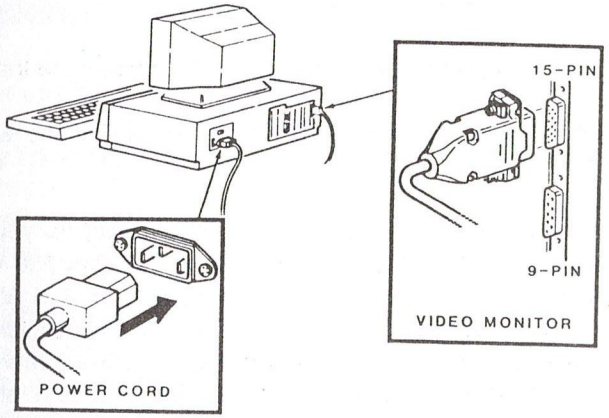

Figure 1-3. Connecting Your Video Monitor and Power Cord
2. Refer to Figure 1-3. If you have an analog video monitor, connect the video cable from the back of the monitor to the 15-pin video connector on the back panel of the computer. If you have a multisync video monitor, connect the video cable to the 9-pin video connector on the back panel. Secure the connection by tightening the screws on the connector.